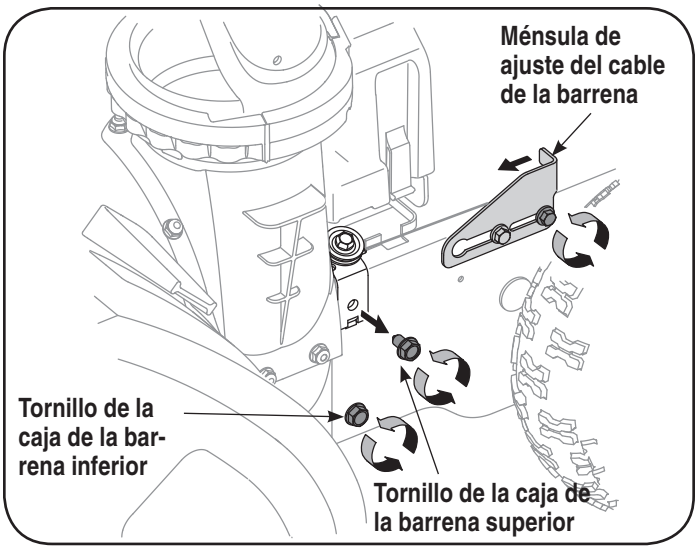

Figura 12
1. Afloje la tuerca hexagonal posterior en el soporte de ajuste del cable. Vea la figura 12.
1. Afloje el tornillo posterior en la ménsula de ajuste del cable de la barrena utilizando una llave de 3/8" y deslice el soporte completamente hacia delante para lograr el máximo juego en el cable de la barrena. Vea la figura 12.
3. Afloje el tornillo de montaje de la caja de la barrena inferior de cada lado un (1) giro completo utilizando una llave de 1/2". Vea la figura 12.